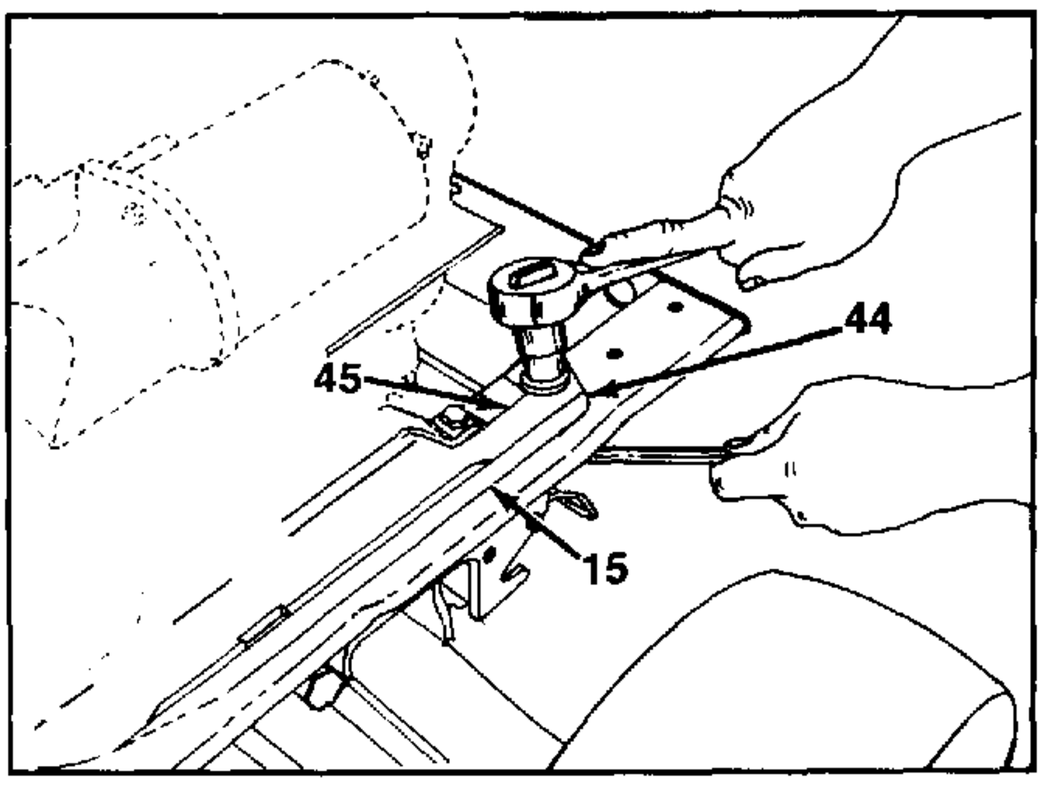

FIGURE 23.
25. Remove the four iso/mounts at chassis and engine craddle. See figure 23.